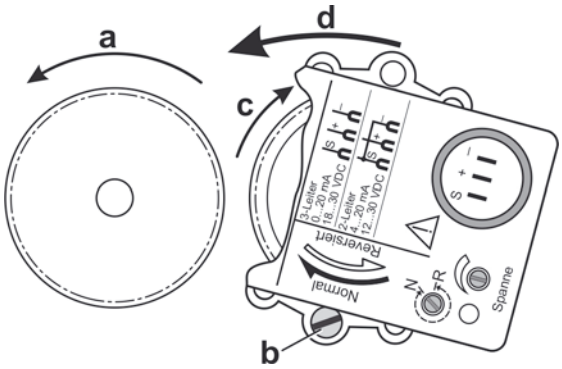

Fig. 5: Montaje del respondedor de posición con muelle recuperador
1. Desplazar el actuador a la posición final a partir de la que el respondedor de posición se mueva en el sentido de las agujas del reloj (sentido de giro “Normal”) (Fig. 5, Pos. **a**).